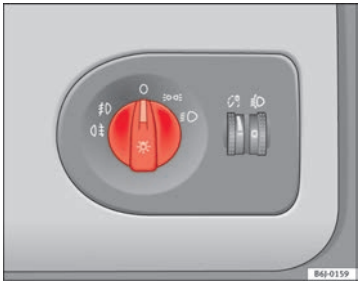

Fig. 54 Detalle del tablero de instrumentos: mando de las luces, faros antiniebla y luz trasera antiniebla
– Gire el mando de las luces ⇒ fig. 54 hasta la posición .